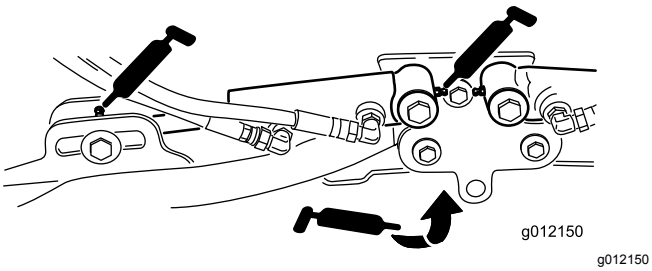

Figur 76
- Klippeenhedens løftearmscylindere (2 hver) (Figur 76)
- Løftearmenes drejetapper (1 hver) (Figur 76)